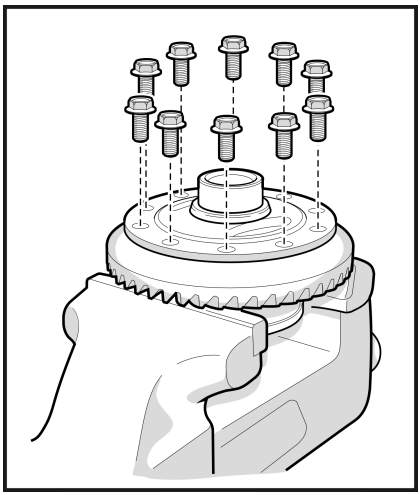

Рис. 12
2.1 Закрепите дифференциал в тисках с губками из мягкого металла, и открутите болты крепления ведомой шестерни. (**Рис. 12**)